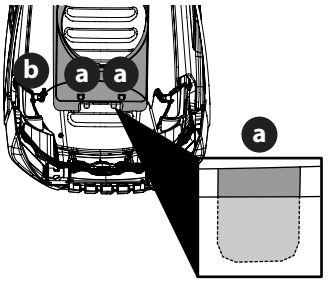

Fig. 11
2. With the rear tabs installed, insert the front tabs (a) on the plenum (b) (Fig. 11).